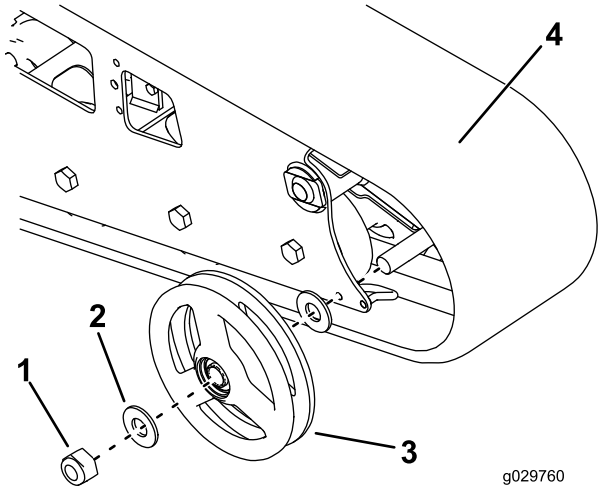

Figuur 57
2. Verwijder de moer waarmee het buitenste voorwiel is bevestigd en verwijder het wiel (Figuur 57).
3. Verwijder de rupsband (Figuur 57).
4. Trek de 2 grote ringen uit de buitenste wielen, 1 aan elke zijde van elk wiel (Figuur 57).
7. Plaats de nieuwe rupsband (Figuur 57).
8. Monteer het buitenste voorwiel en zet het vast met de moer die u eerder hebt verwijderd (Figuur 57).